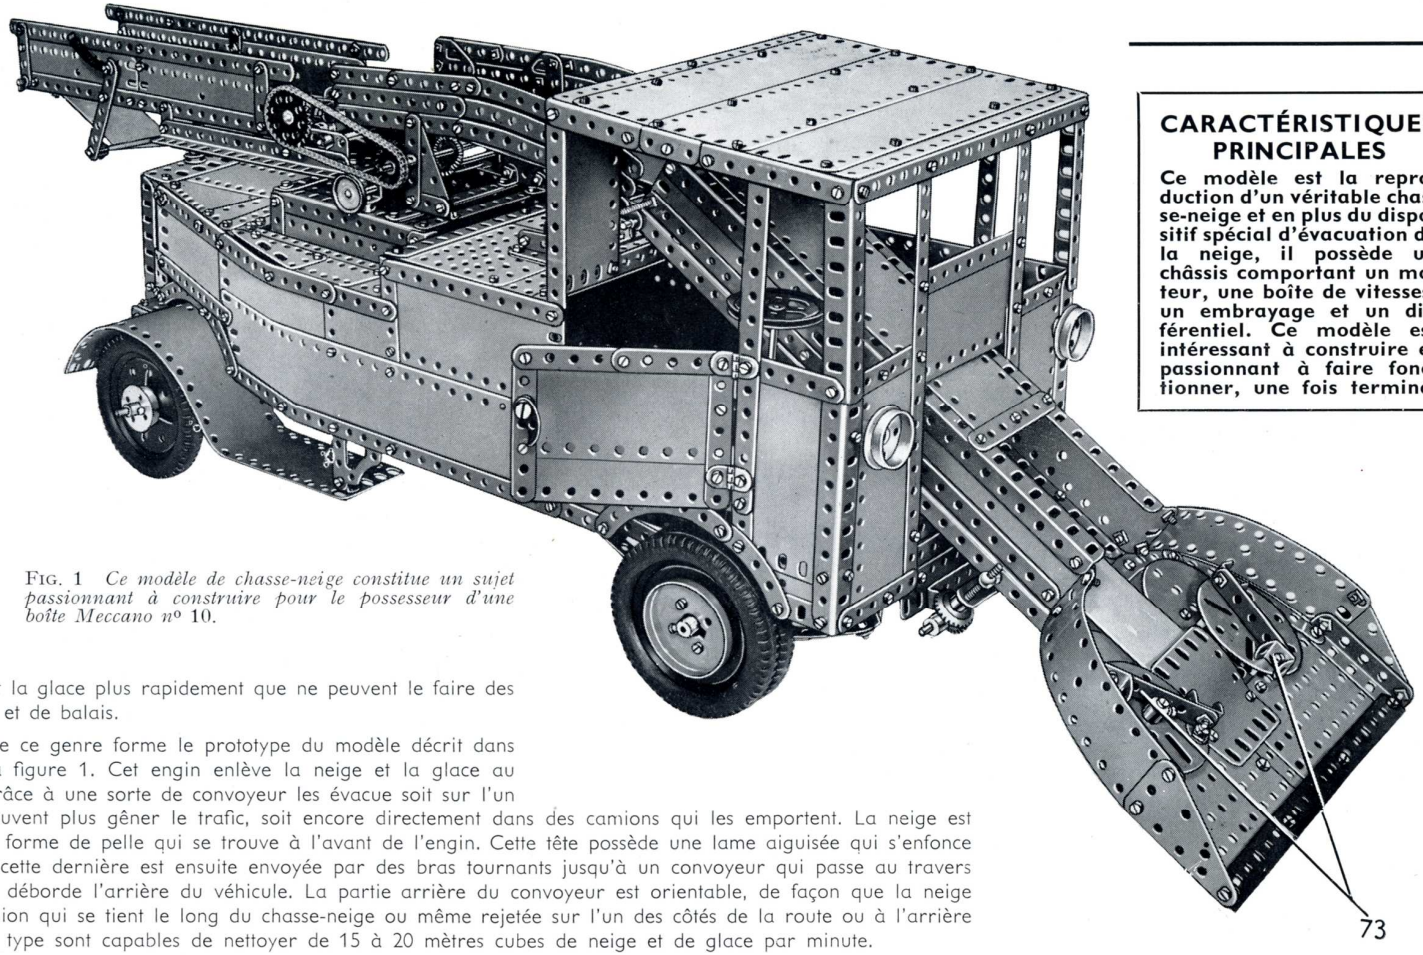

FIG. 1 *Ce modèle de chasse-neige constitue un sujet passionnant à construire pour le possesseur d'une boîte Meccano nº 10.*
La moufle est constituée par deux plaques triangulaires de 6 cm. réunies par deux supports doubles, et chaque plaque triangulaire est prolongée vers le bas par une plaque semi-circulaire. Un grand crochet lesté pivote sur un boulon de 19 mm. tenu par des écrous dans les plaques semi-circulaires. Deux poulies folles de 25 mm. (49) (fig. 1) sont montées sur un boulon de 19 mm. fixé dans les plaques triangulaires.
L'un des plus intéressants engins de ce genre forme le prototype du modèle décrit dans cette notice et qui apparaît sur la figure 1. Cet engin enlève la neige et la glace au fur et à mesure où il avance, et grâce à une sorte de convoyeur les évacue soit sur l'un des côtés de la route où ils ne peuvent plus gêner le trafic, soit encore directement dans des camions qui les emportent. La neige est ramassée par une sorte de tête en forme de pelle qui se trouve à l'avant de l'engin. Cette tête possède une lame aiguisée qui s'enfonce facilement dans la neige gelée, et cette dernière est ensuite envoyée par des bras tournants jusqu'à un convoyeur qui passe au travers de la cabine du conducteur et qui déborde l'arrière du véhicule. La partie arrière du convoyeur est orientable, de façon que la neige puisse être déchargée dans un camion qui se tient le long du chasse-neige ou même rejetée sur l'un des côtés de la route ou à l'arrière du véhicule. Certains engins de ce type sont capables de nettoyer de 15 à 20 mètres cubes de neige et de glace par minute.